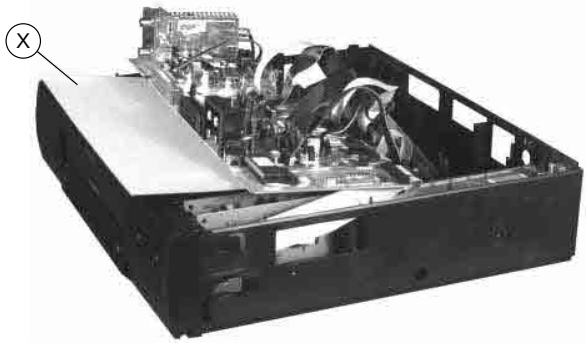

Fig. 10
– Rastnasen (J) lösen (Fig. 10) und Bedieneinheit II abnehmen.
Servicestellung: Chassisplatte mit einer nichtleitenden Unterlage (X) auf das Laufwerk legen (Fig. 10).
– Release the locking lugs (J) (Fig. 10) and withdraw the Keyboard Unit II.
Service Position: Lying on a non-conducting material (X) place the Family Board onto the tape deck (Fig. 10).
c) Chassisplatte mit einer nichtleitenden Unterlage (X) auf das Laufwerk legen (Fig. 10).
c) Lying on a non-conducting material (X) place the Family Board onto the tape deck (Fig. 10).